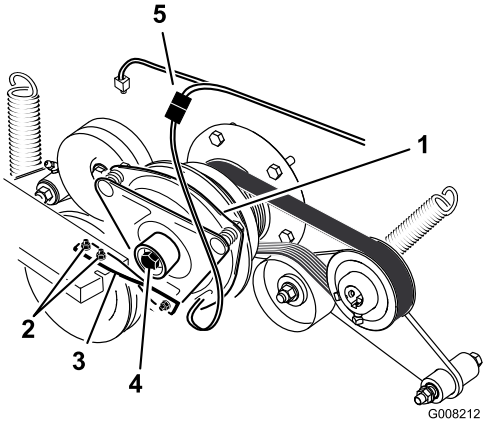

Figur 53
6. Koppla ur kopplingens elektriska kontakt (Figur 53).
7. Lossa de två bultarna som fäster gummikopplingsremmen i klipparramen (Figur 53).
8. Lossa centrumbulten som fäster kopplingen vid motoraxeln och ta bort kopplingen och nyckeln (Figur 53).
15. Håll i vevaxeln på maskinens baksida, fäst centrumbulten och dra åt den till 68 Nm (Figur 53).
16. Montera gummikopplingsremmen på klipparens ram med de två bultar och muttrar som du tog bort tidigare (Figur 53).
18. Koppla in kopplingens elektriska kontakt (Figur 53).